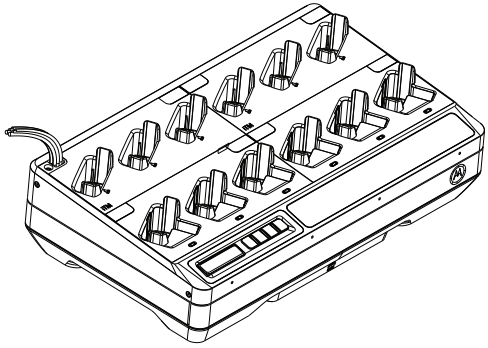

Abbildung 15: Alle Kabel werden an der oberen linken Seite des Ladegeräts durchgeführt
6. Alle Kabel werden an der oberen linken oder oberen rechten Seite des Ladegeräts durchgeführt (siehe Abbildung 15).